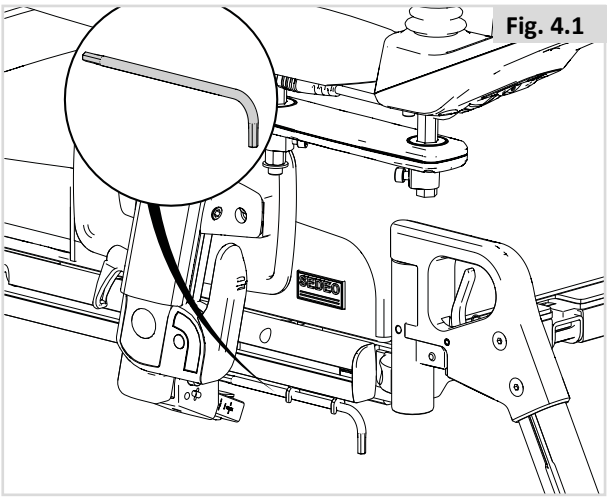

Fig. 4.1
Une clé hexagonale M5 est fournie avec le système d'assise. Elle peut servir à ajuster les différents aspects du système d'assise. La clé hexagonale M5 (A) se range sous le châssis à l'emplacement indiqué à la figure 4.1.